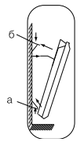

Рис. 5
5. Закрепить прибор на кронштейне необходимо следующим образом (рис. 5):
– наденьте на кронштейн нижнюю часть конвектора при помощи специальных отверстий, расположенных в нижней части конвектора (рис. 5, а);
– наденьте верхнюю часть конвектора на кронштейн, зафиксировав его при помощи защелок на кронштейне (рис. 5, б);